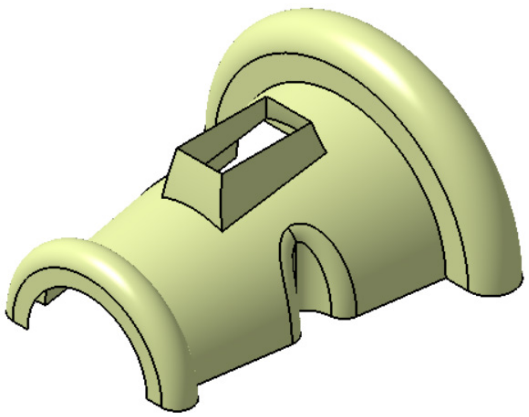

Figure 17-97 *Model after trimming the base surface*
4. Select the sketches and the projection you created for the loft feature and choose **Hide/Show** from the shortcut menu to hide the selected sketches. Figure 17-97 shows the model after the base feature has been trimmed by using the lofted surface.